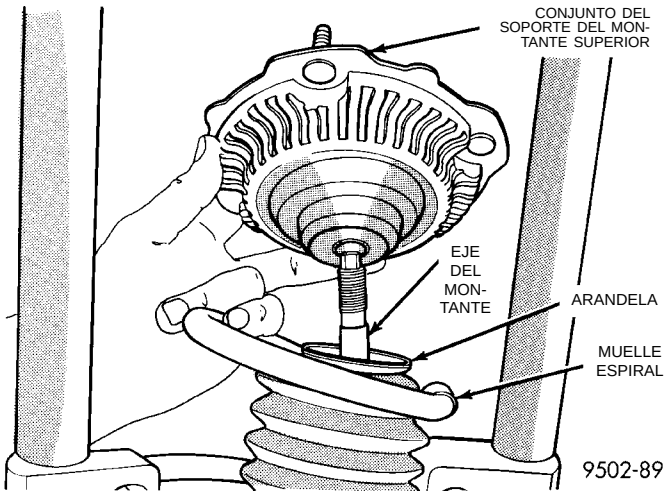

Fig. 29 Soporte del montante superior
(6) Retire el conjunto del soporte del montante superior del eje del montante y el muelle (Fig. 29).
(6) Instale el soporte superior del conjunto del montante en el eje del montante (Fig. 29).